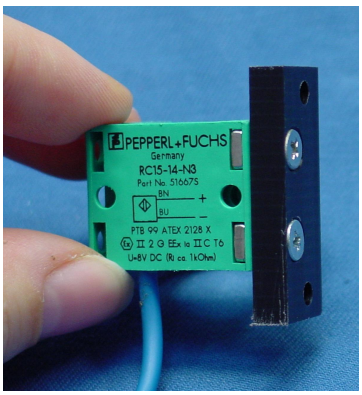

Рис. 4
Удалите оба винта с крестовым шлицем (8) с крепежной платы порогового выключателя (см. Рис. 4). Снимите крепежную плату (7). Проследите, чтобы обе четырехгранные гайки (6) не потерялись в щелях порогового выключателя. Замените пороговый выключатель (5) и плотно завинтите крепежную плату. Фрезерованные фаски крепежной платы (7) должны показывать налево вверх.